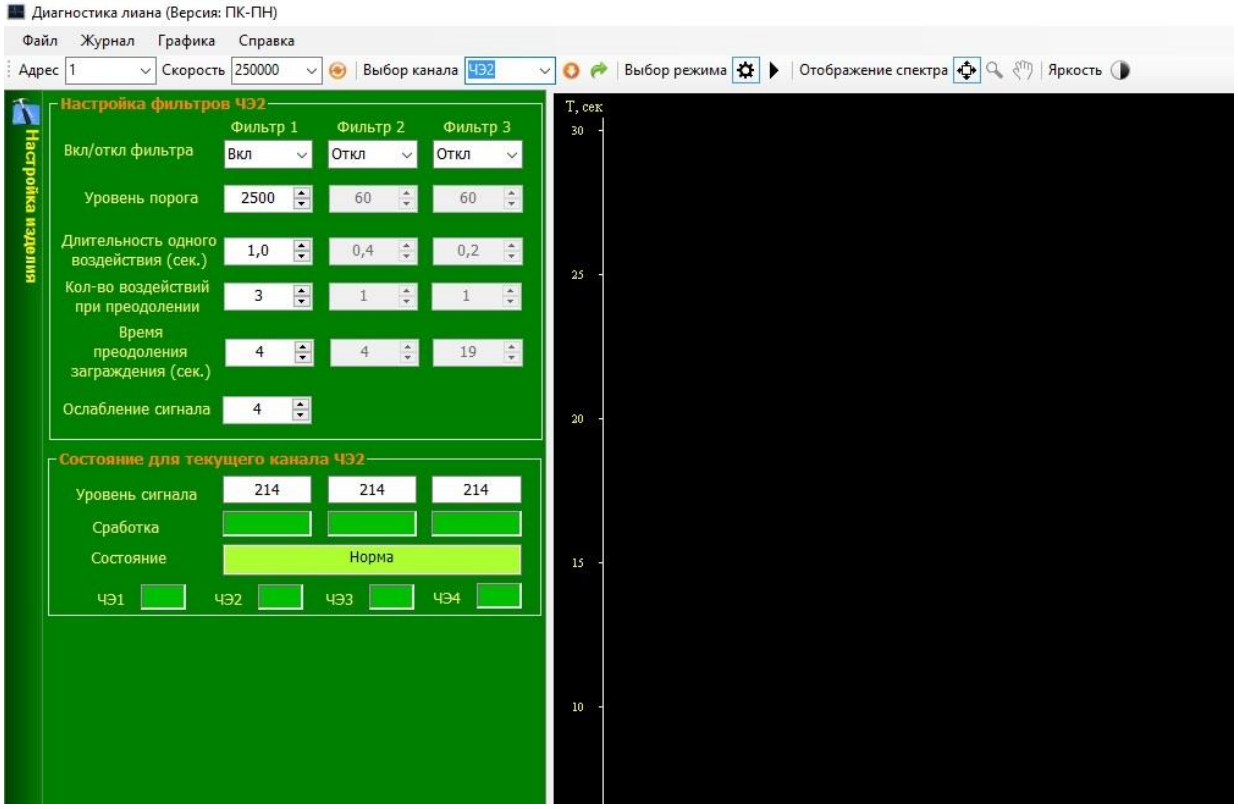

Рисунок 10 – Окно «Настройки» программы.
2.4.1.5 После загрузки операционной системы с помощью USB-кабеля подключить БОС к ПК и запустить с рабочего стола программу «Лиана». **Запуск программы «Лиана» в первый раз осуществлять от имени администратора.** При неправильном подключении, неисправности БОС, отсутствии связи между устройствами, или отсутствии питания БОС вместо программы «Лиана» запустится только демонстрационная страница программы. При успешном запуске программы появится окно «Настройка изделия «Лиана» (см. рисунок 10).